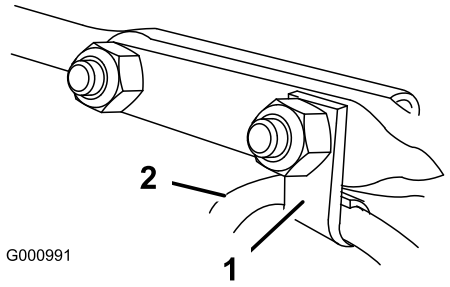

Figur 11
6. Sæt den kabelklemme, der støtter deflektorkablet, fast på bræddebolten til fremadkørsel, og fastgør bræddeboltene med låsemøtrikkerne fra posen med løse dele (Figur 11).